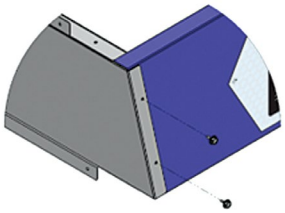

Figure 4: Secure rear panel to side panel with supplied No. 10 x 3/8" screws
3. Secure the rear panel to the side panel using the supplied No. 10 x ⅜" screws in the aligned pre-drilled holes as shown in **Figure 4.**